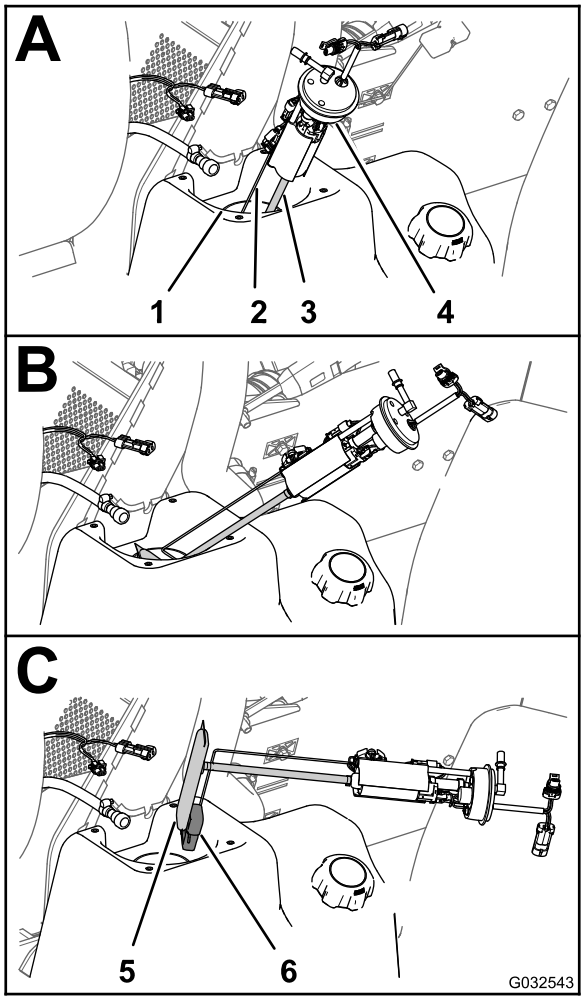
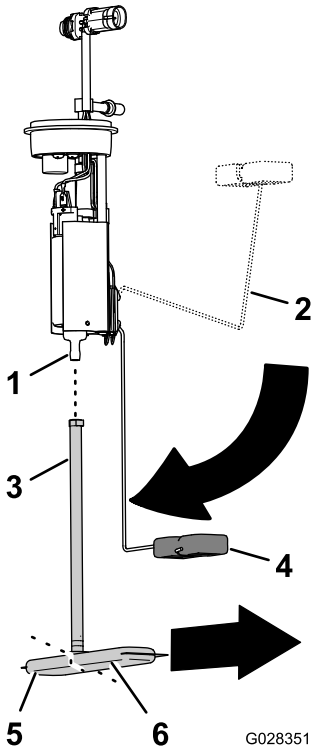

**Bild 87**
**Bild 88**
4. Heben und drehen Sie die Kraftstoffpumpe/Zuführeinheit vorsichtig aus dem Füllstutzen des Kraftstofftanks (Bild 87).
1. Entfernen Sie das Aufnahmerohr des Kraftstofffilters aus dem Anschlussstück der Kraftstoffpumpe (Bild 88).
2. Richten das Aufnahmerohr des neuen Kraftstofffilters am Anschlussstück der Kraftstoffpumpe aus (Bild 88).
3. Richten Sie das lange Teilstück des Kraftstofffilters mit dem Schwimmer aus, wenn sich der Schwimmerarm in der Stellung des leeren Kraftstofftanks befindet (Bild 88).
4. Schieben Sie das Anschlussstück der Kraftstoffpumpe in das Aufnahmerohr, bis das Anschlussstück vollständig sitzt (Bild 88).
1. Halten Sie den Schwimmerarm und das Aufnahmerohr zusammen und schieben Sie den Schwimmer und den Kraftstofffilter in die Öffnung im Kraftstofftank (Bild 87).
2. Setzen Sie die Kraftstoffpumpe/Zuführeinheit in die Öffnung im Tank (Bild 87 und Bild 88).
3. Montieren Sie die Dichtung und die Mutter über der Kraftstoffpumpe/Zuführeinheit und auf dem Füllstutzen des Kraftstofftanks und ziehen Sie die Mutter handfest an (Bild 87).
4. Verbinden Sie die Kupplung am Kraftstoffschlauch mit dem Anschlussstück der Kraftstoffpumpe (Bild 87).
5. Verbinden Sie die 2-polige Buchse des Maschinenkabelbaums mit dem 2-poligen Stecker der Kraftstoffpumpe/Zuführeinheit; verbinden Sie den 2-poligen Stecker des Maschinenkabelbaums mit der 2-poligen Buchse der Kraftstoffpumpe/Zuführeinheit (Bild 87).